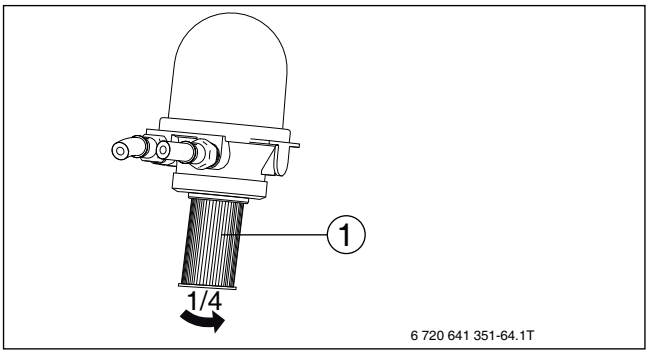

Bild 86 Ölfiltereinsatz austauschen
- Ölfiltereinsatz (→ Bild 86, [1] mit einer Viertel-Umdrehung gegen den Uhrzeigersinn lösen.
- Ölfiltereinsatz (→ Bild 86, [1], Seite 50) ansetzen und mit einer Viertel-Umdrehung im Uhrzeigersinn befestigen.